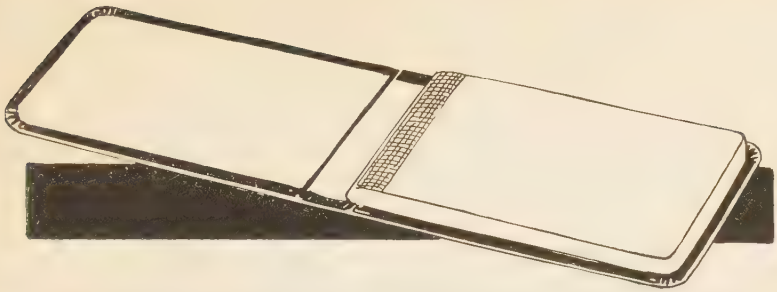

Fig. 244—Book with One End Paper Glued-off, Positioned on Cover
15. Glue-off one entire side of book, being careful to keep edges of book clean, and to coat end lining and muslin joint at back evenly and thoroughly, and lay book glued side down on cover, positioning it to secure proper squares. (Fig. 244.)